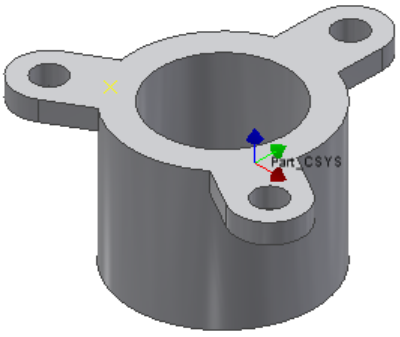

Figure 19-48 *Point specified for gate location*
3. Select a point on the part, as shown in Figure 19-48 and then choose the **Apply** button from the dialog box.